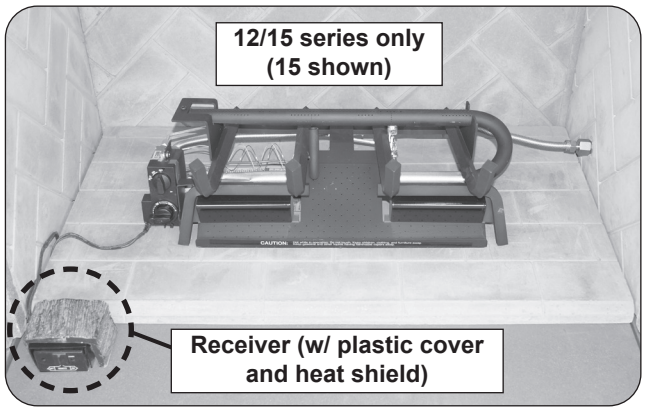

**Fig. 17-2** Place remote receiver
2. **Place the remote receiver at the front left corner of the fireplace.** Place as far from the burner system as possible. See Fig. 17-2.
3. Place the plastic cover over the remote receiver with the open side facing forward to allow access to the receiver controls. Then place the decorative heat shield. See Fig. 17-2.